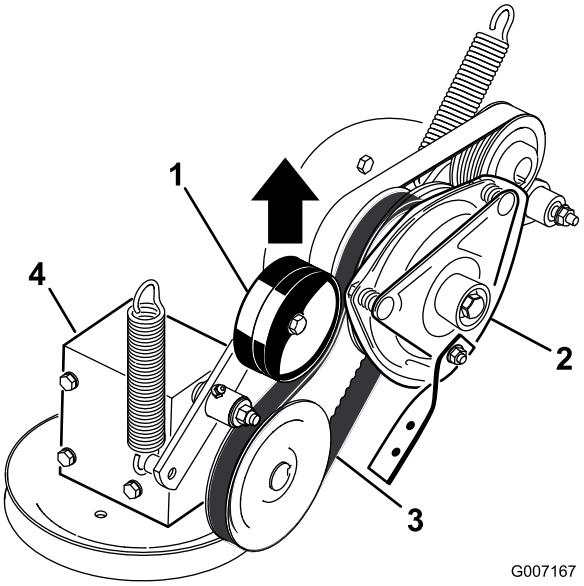

Figur 64
4. Dra upp kraftuttagsdrivremmens fjäderbelastade remskiva och lossa remmen från kopplingsskivan (Figur 64).
16. Dra upp kraftuttagsdrivremmens fjäderbelastade remskiva och montera den på kopplingsskivan (Figur 64).